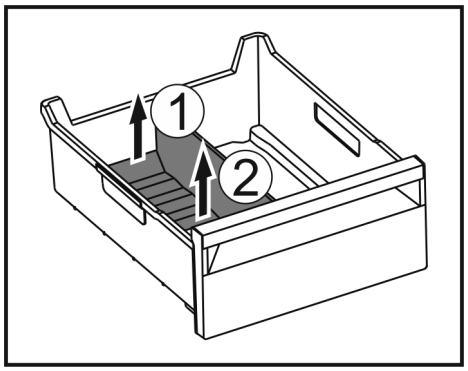

Fig. 61
▶ Lift the rear part of the ice compartment divider. *Fig. 61 (1)*
▶ Remove the ice compartment divider upwards. *Fig. 61 (2)*